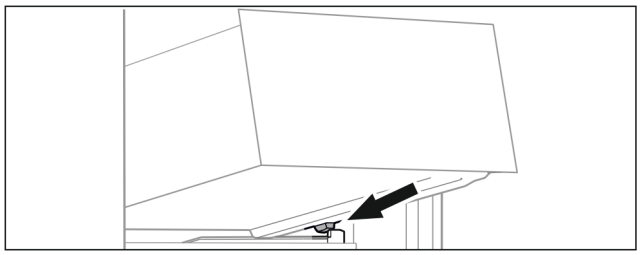

Fig. 114
▶ Schubfach schräg hinter den Stoppern auf Behälterrippe aufsetzen. (siehe Fig. 114)